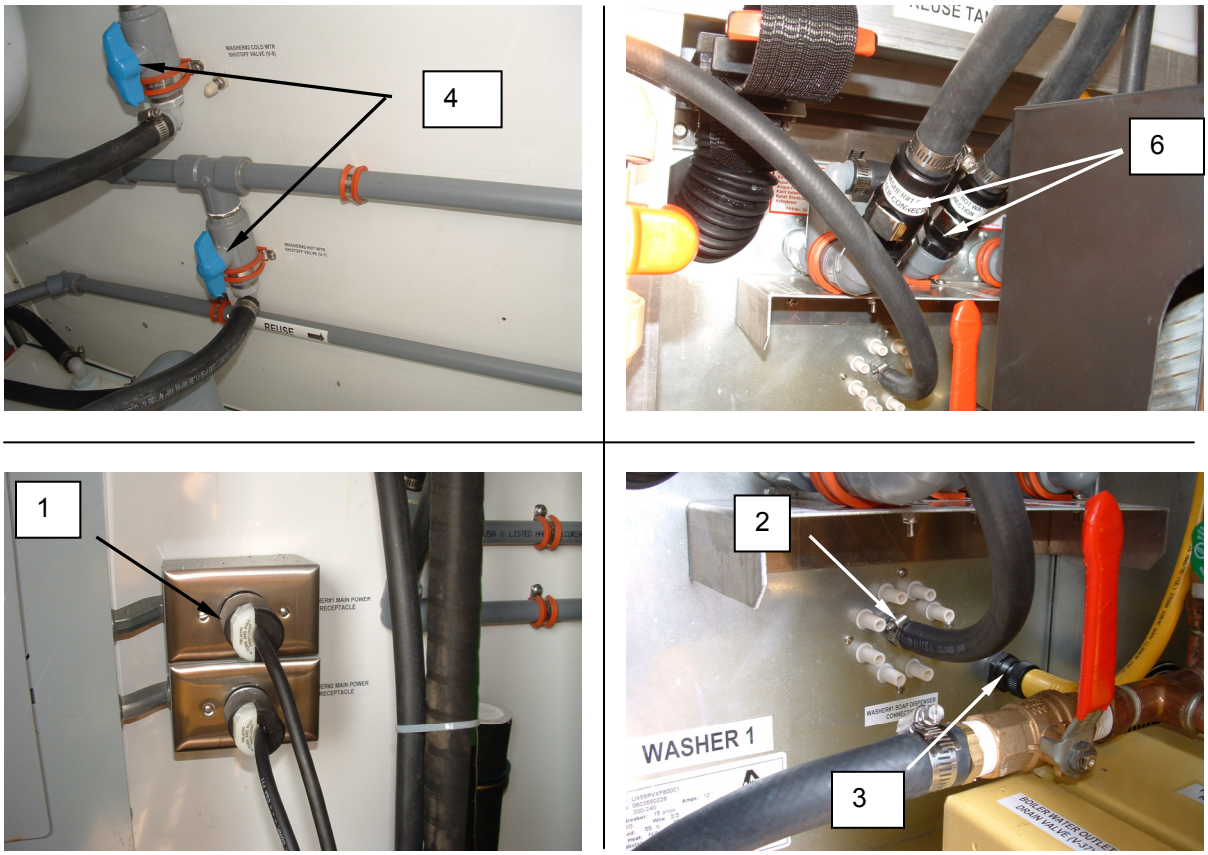

Figure 6. Install the Washer.
8. Connect the hot and cold water supply hoses **(Figure 6, Item 6)**.
9. Connect the washer soap dispenser tubing **(Figure 6, Item 2)**.
10. Connect washer power cord **(Figure 6, Item 1)** and soap dispenser control cable **(Figure 6, Item 3)**.
11. Open washer cold and hot water supply valves **(Figure 6, Item 4)**.